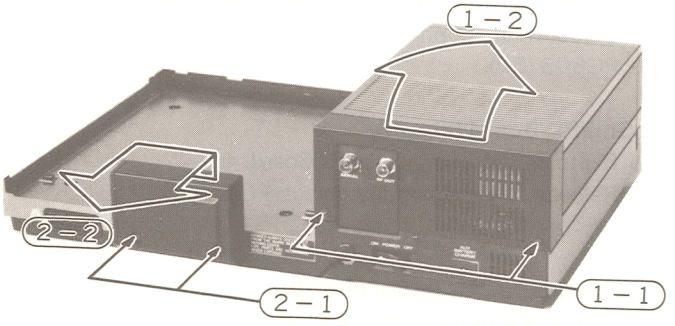

Fig. 38 Top Cover, Connector case
1. Top cover (Fig. 38)
2. Connector case (Fig. 38)